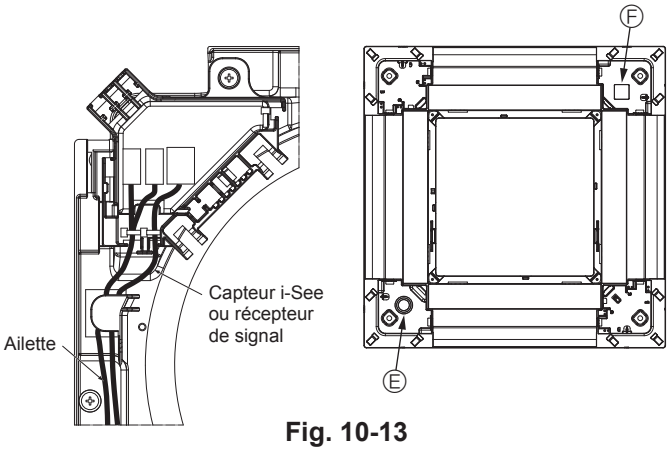

Fig. 10-13
- **Faites passer les fils du capteur i-See et du récepteur de signal comme illustré dans la Fig. 10-13.**